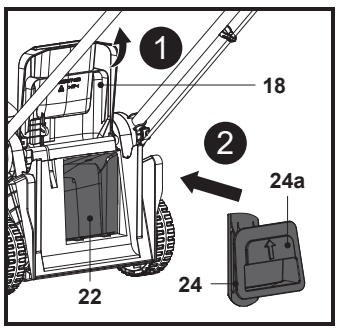

Fig. 12
1. Open the rear deflector guard (18), hold the recess handle (24a) in position and insert the mulching insert (24) into the rear discharge chute (22) all the way to the end (Fig. 12).